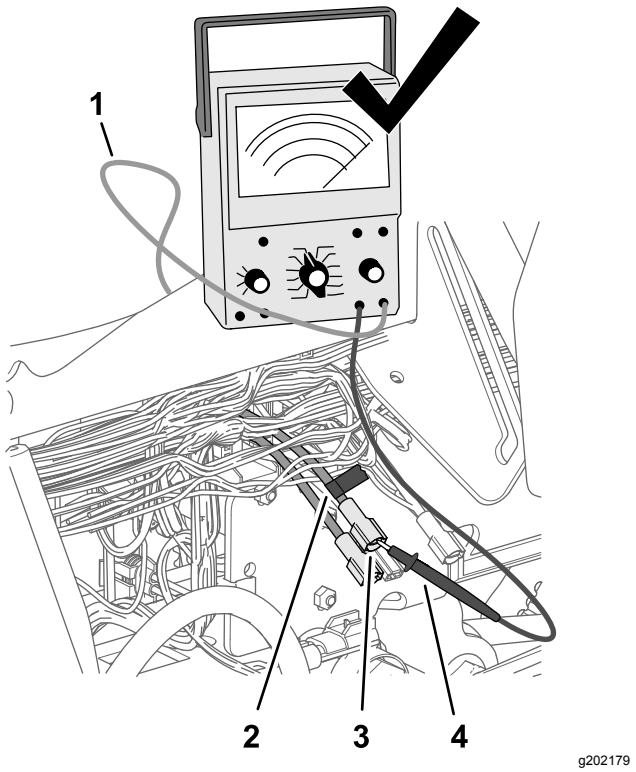

Figur 189
4. Brug et stykke tape til at markere stikket og ledningen, som du identificerede i trin 3 (Figur 189).